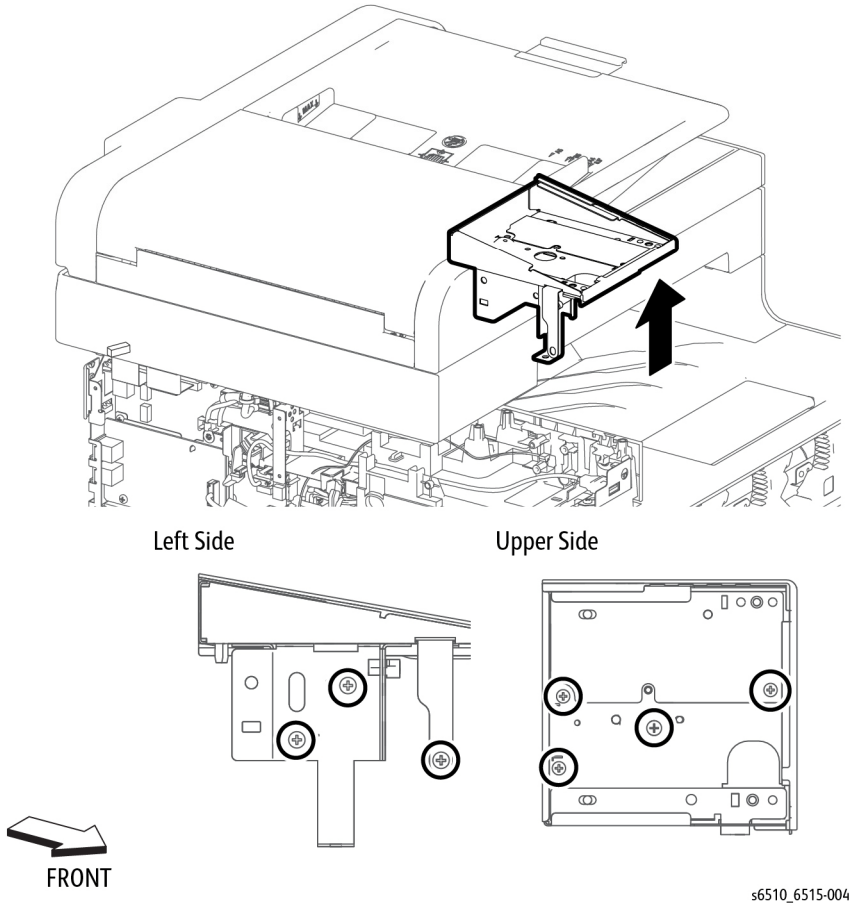

Figure 1 Remove the UI Frame Assembly (MFP)
2. Refer to Figure 1 to remove the three screws (silver, tapping, M3x8mm) attaching the left side of the UI Frame Assembly.
3. Refer to Figure 1 to remove the three screws (silver, tapping, M3x8mm) from the top surface of the UI Frame Assembly.
4. Refer to Figure 1 to remove one screw (silver, M4x6mm) through the top access hole in the UI Frame Assembly attaching the frame's lower support arm.